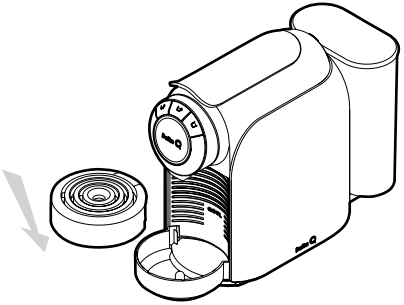

Fig. 12: Baje la bandeja para apoyar las tazas.
- En caso de que la taza sea más alta que la distancia entre la bandeja y la boquilla de extracción, baje la bandeja para apoyar las tazas (ver **Fig. 12**).